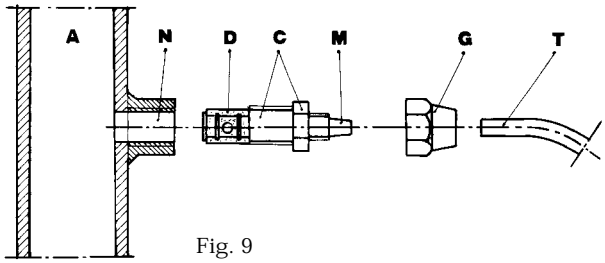

Fig. 9
g. - An der Leitung der zu behandelnden Anlage, an der geeignetsten Stelle zur Einspritzung des zu dosierenden Produktes, einen Anschluss zu 3/8" Gas mit Innengewinde anbringen. Dieser Anschluss ist nicht im Lieferumfang inbegriffen. Das Einspritzventil in den Anschluss schrauben und das Dichtung Teflon® verwenden (Abb. 9).
3.1 - MONTAGEPLAN FÜR EINSPRITZVENTIL (Abb. 9)